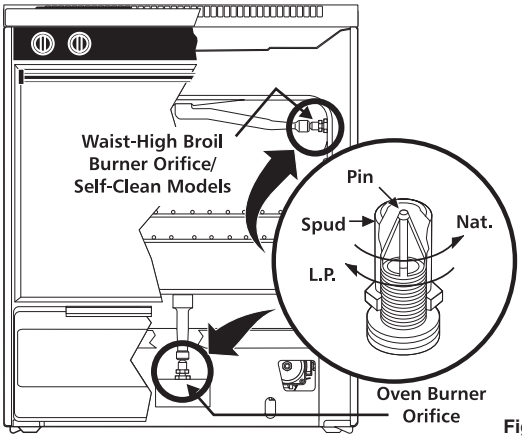

Fig. 7
a. Locate the oven burner spud (See Fig. 7).
b. Locate the broiler burner spud and turn down until snug against the LP/Propane metering pin (approximately 1 to 1-1/2 turns). **Do not over tighten** (See Fig.7).